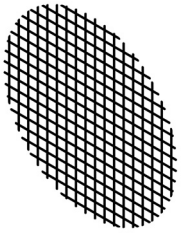

Figure 41.
* see Figure 41 and Table 5.
The vent kit supplied with this water heater includes one (1) pair of restrictive vent screens and one (1) pair of debris screens (see Figure 41). For safety and optimum efficiency performance, ensure the correct vent screen is installed for the vent length in your installation. These screens have been sized to ensure maximum energy efficiency of the vent system based on the "equivalent length" of the vent piping. Choose only the restrictive screen that matches your venting configuration (see Figure 41, Table 6 and Table 7). When required, the restrictive vent screen MUST be installed for proper operation of the water heater. How to determine the "equivalent length" is shown in Table 5.